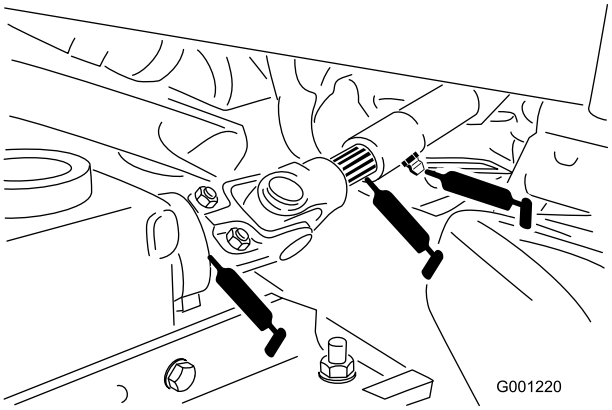

**Figur 36**
- Kraftudtagets kardanaksel (Figur 36)